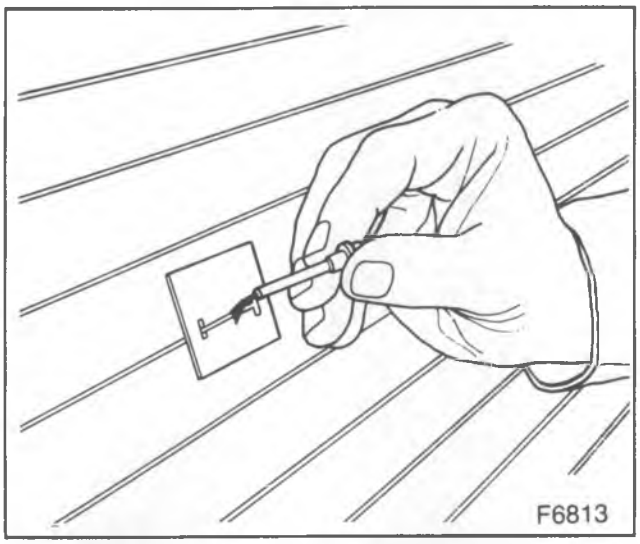

Figure 51—Applying Grid Material to Broken Grid Line
2. The grid repair material at room temperature to the repair area using a small brush (figure 51).